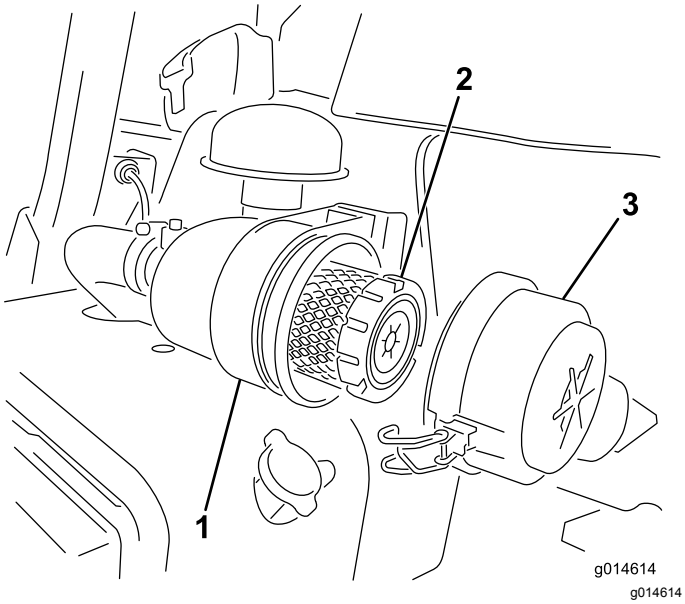

**Figur 26**
1. Lossa spärrhakarna som fäster luftrenarkåpan på luftrenarhuset (Figur 26).
7. Fäst spärrhakarna (Figur 26).